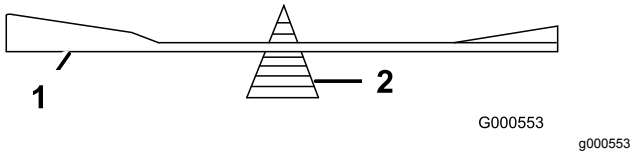

Figura 104
2. Verifique el equilibrio de la cuchilla colocándola sobre un equilibrador de cuchillas (Figura 104).